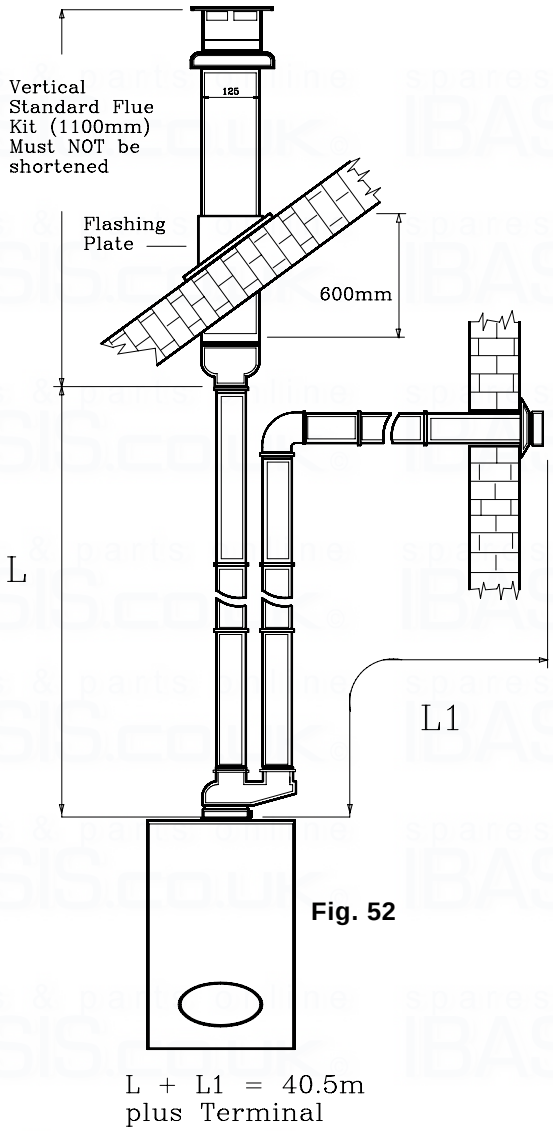

Fig. 52
11.1.2 Exhaust/suction system with two separate rated 80 dia. Pipes - exhaust on flat or sloping roof, suction from vertical wall (Fig.52).